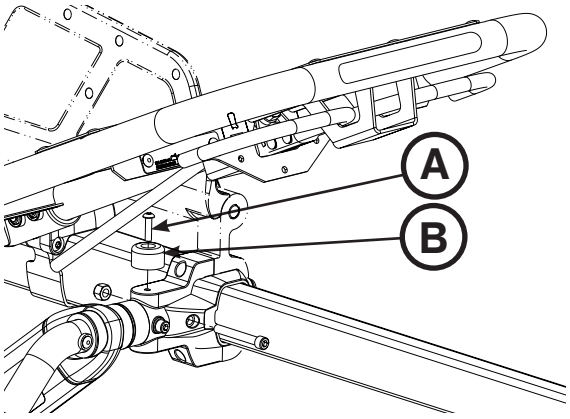

Figur 81
3. Ta bort huvudskruven med runt huvud (A) och den svarta stötdämparen (B) på den sida där du byter ut sänggrinden med hjälp av en T25 torxskruvmejsel (Figur 81). Spara skruven och stötdämparen för återmontering.